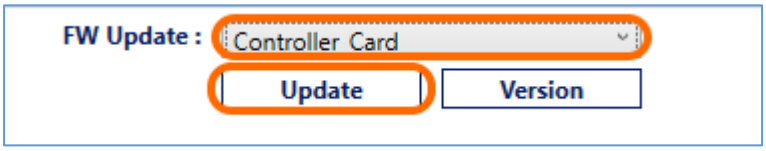

Figure 9. Update Firmware for Controller Card
1. Update the firmware for the Controller Card by selecting **Controller Card** in the "FW Update" field and clicking on the **Update** button as shown in Figure 9 below.